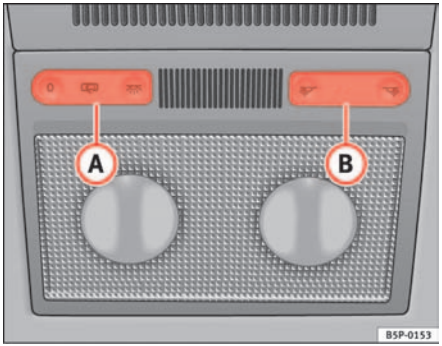

Fig. 79 Detail of the roof: Front reading light
The switch ⇒ fig. 79 (A) is used to select the following positions:
Turn the knob to the position O ⇒ fig. 79 .